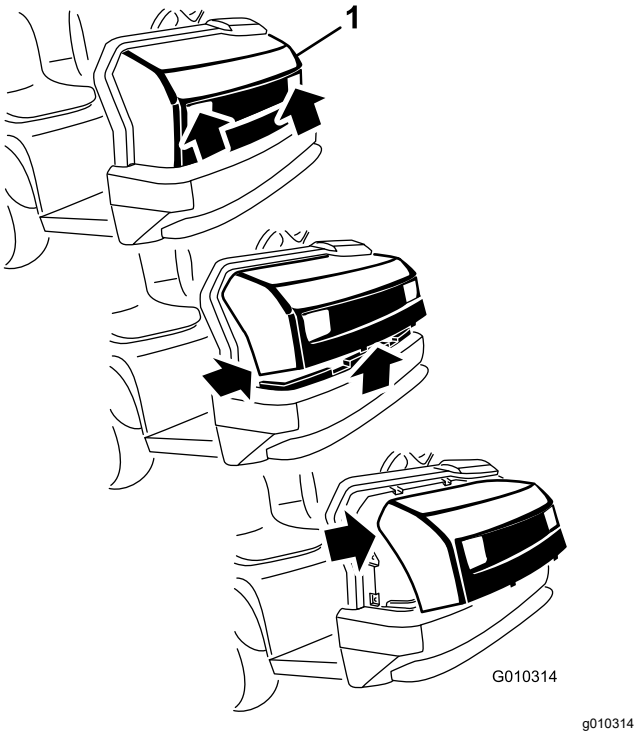

**Figur 38**
1. Fatta tag i strålkastaröppningarna på motorhuven och lyft huven uppåt så att de nedre monteringstapparna lossnar från ramspåren (Figur 38).
2. Sväng huvens nedre del uppåt tills de övre monteringstapparna kan dras ut från ramspåren (Figur 38).
3. Sväng huvens övre del framåt och koppla loss ledningskontakterna från strålkastarna (Figur 38).